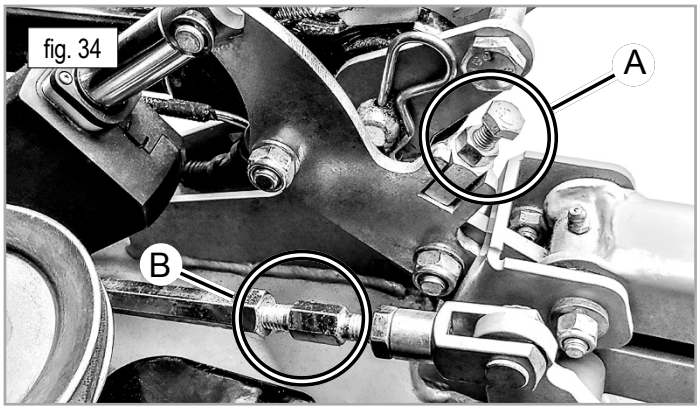

fig. 34
- de la vis de réglage (fig. 34/A) pour régler la hauteur de la partie
- des deux tirants (fig. 34/B), l'un à droite et l'un à gauche, pour régler la hauteur de la partie arrière;